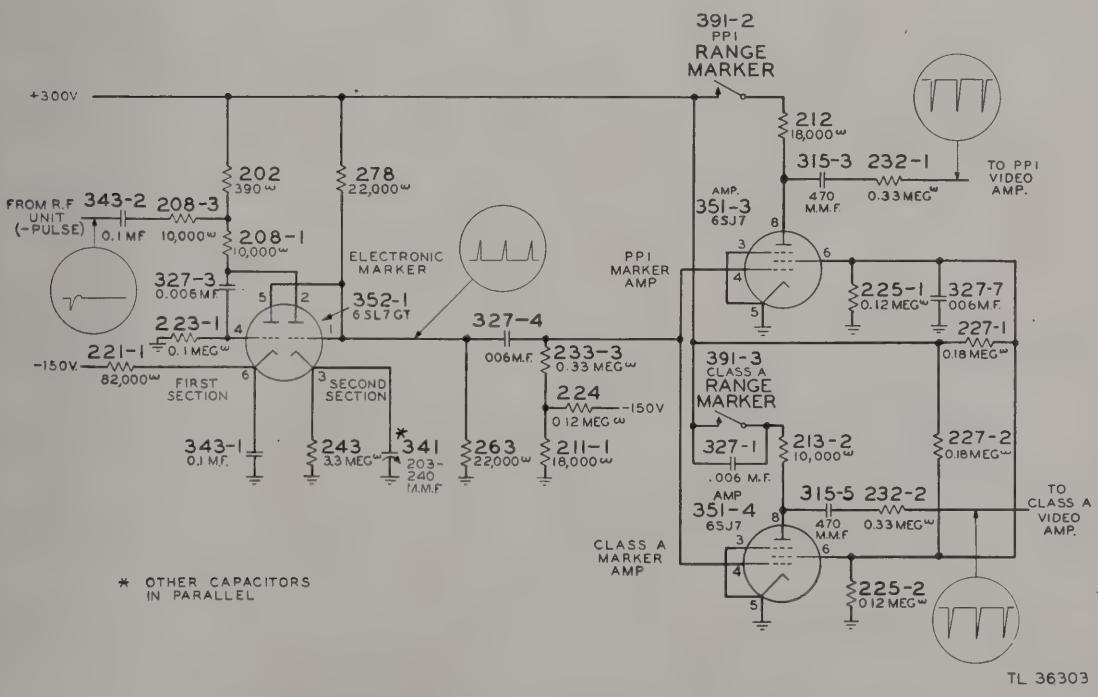

Figure 55. Range marker circuits, simplified schematic diagram.
b. The circuit, shown in simplified form in figure 55, comprises a multivibrator 352-1 and two amplifiers, 351-3 for the PPI oscilloscope and 351-4 for the Class A oscilloscope.